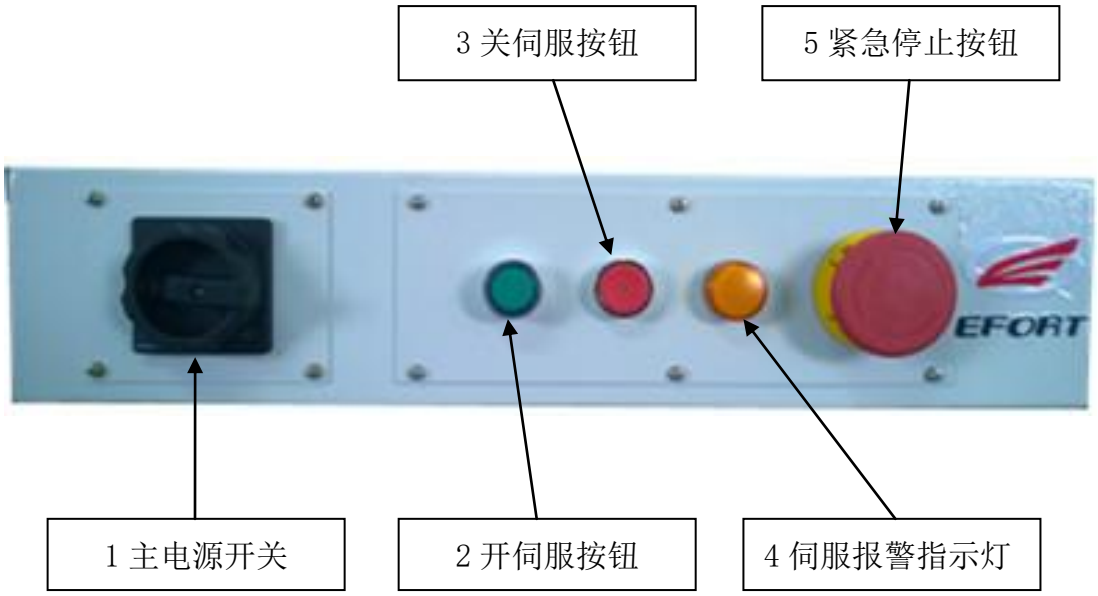

图 2.2 电柜前面板按钮
- 机器人电控柜前面板上的按钮如图2.2所示，包括紧急停止按钮、主电源开关、开伺服按钮、关伺服按钮、伺服报警指示灯。